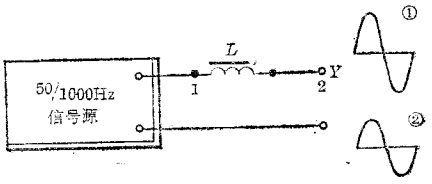

图 8
(1) 电感器的感抗
如图8所示，信号源频率调在50Hz，先把示波器 Y 接"1"位置，调节示波器 Y 衰减和信号源输出，使波形满幅度，如①所示，然后 Y 接"2"，波形变小，如②所示，说明电感有感抗。